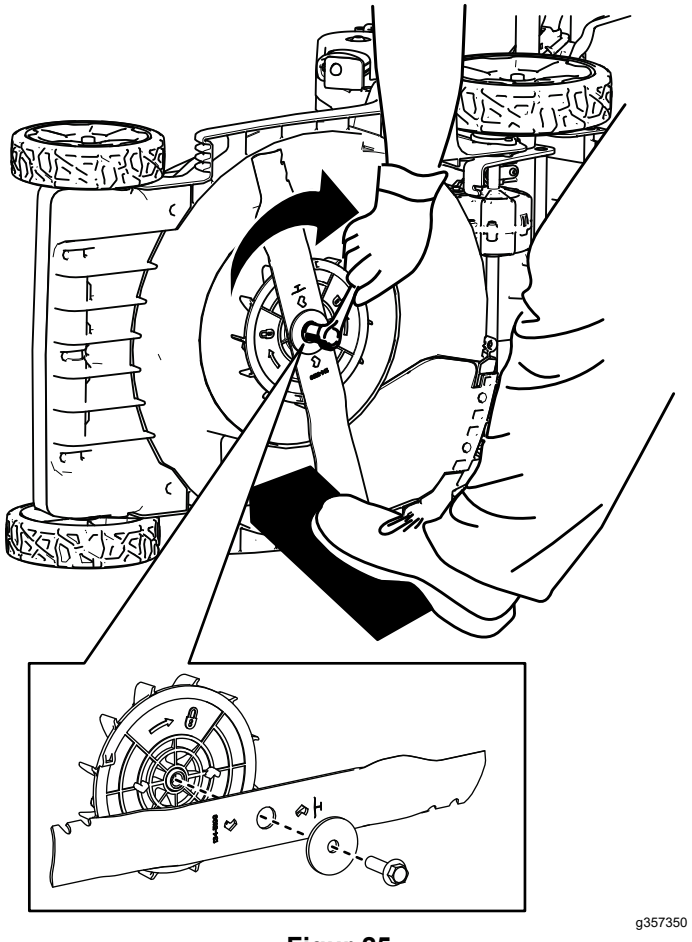

Figur 25
4. Montera den nya kniven, brickan och knivskruven (Figur 25).